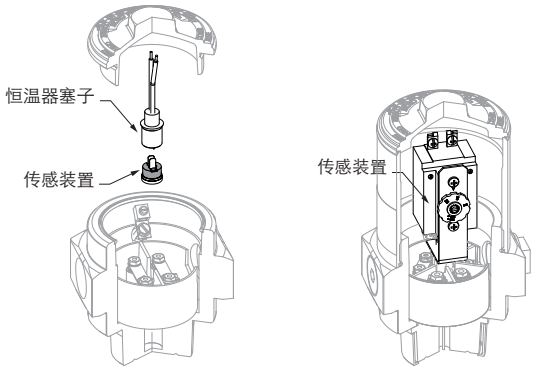

图 8。更换固定恒温器传感装置（左）和可调节恒温器（右）。
2. 对于配备固定恒温器的型号，向上拔恒温器塞子，然后拆下恒温器塞子和恒温器传感装置。将传感装置从塞子中拔出。见图 8。
3. 对于配备可调节恒温器的型号，拧下、拆下整个可调节恒温器总成。见图 8。